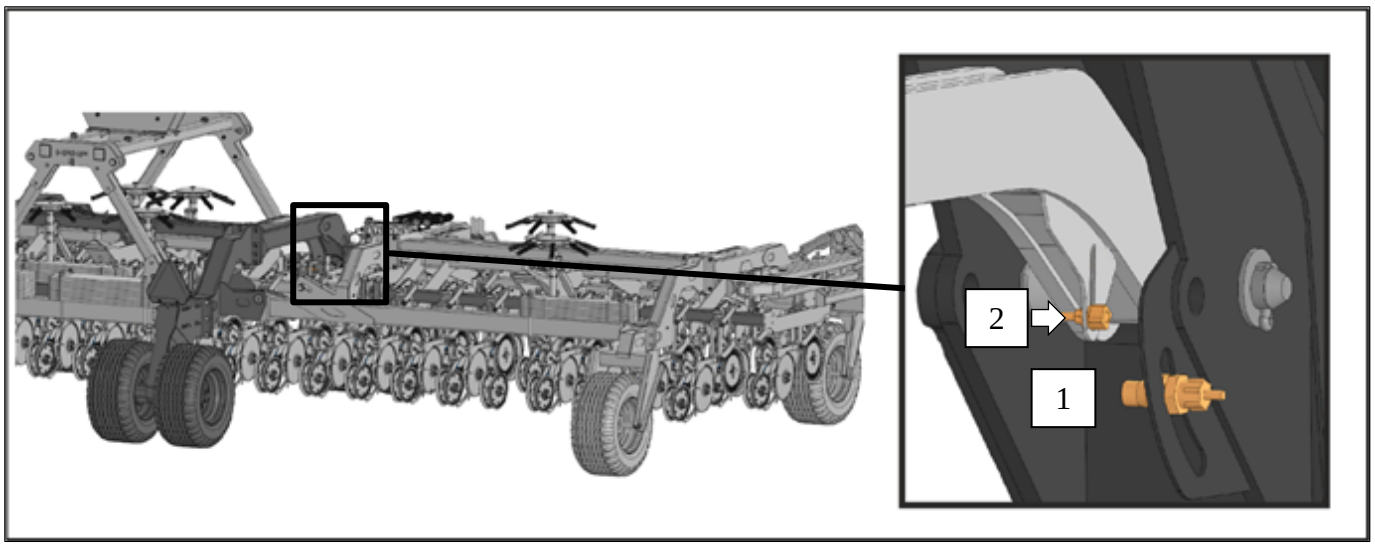

Рисунок 39 – Датчик положения рамы системы контроля высева:
Датчик положения рамы (1) монтируется на кронштейн несущей рамы высевающей секции и служит для автоматического включения и отключения электромуфты привода вариаторов, рис. 39.